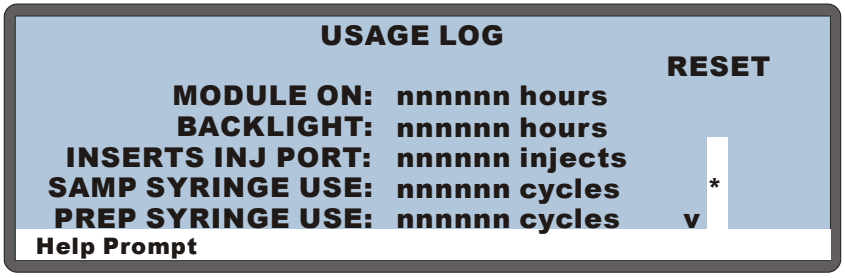

Figure 5-2. Usage Log Screen
1. On the **MENU of SCREENS**, press **8**, **6**, and **1** to go to the **USAGE LOG** screen (see Figure 5-2).